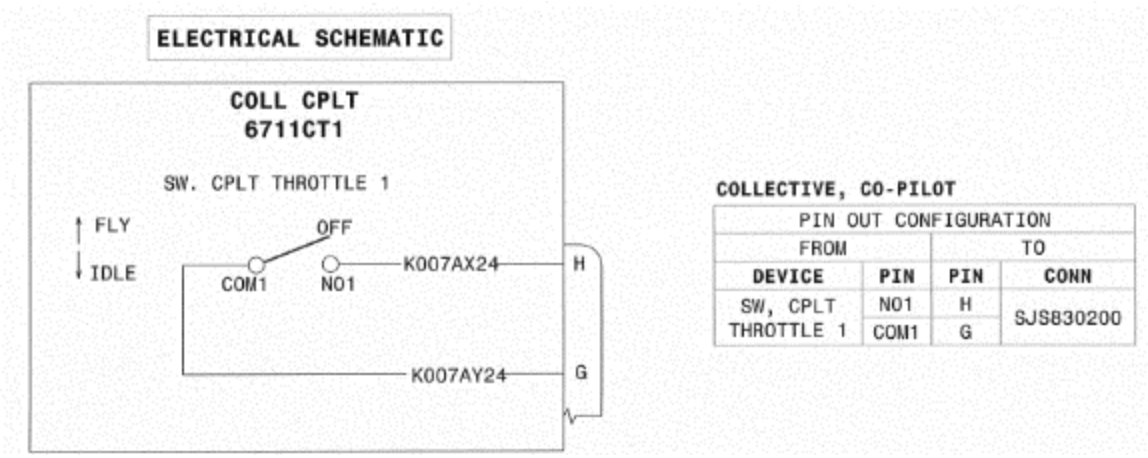

Figure 6 – Wiring diagram
9. Refer to Figure 6 for the wiring diagram of the basic configuration of the co-pilot collective grip assembly. If the actual wiring diagram differs from Figure 6, record it. Make sure to identify all wires and each pin of all the switches inside the grip. This will help you during testing.
23. Do a continuity test of the wiring with a multimeter. To do so, connect the multimeter with two paired pins at a time and operate the applicable switch. Refer to schematic on Figure 6 or the one that you took, if different.